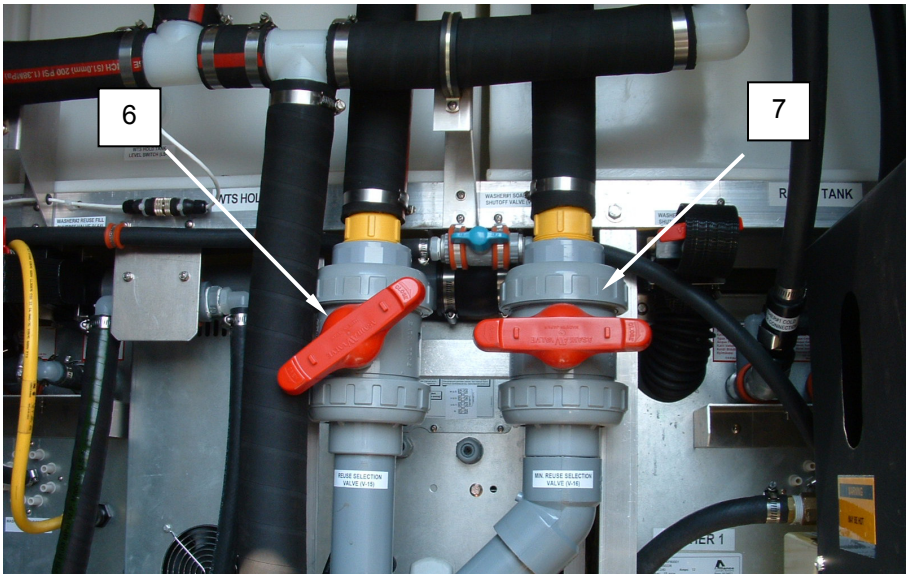

Figure 22. Valve Setting for Initial Fill.
3. Ensure that the bypass valves V-15 **(Figure 22, Item 6)** and V-16 **(Figure 22, Item 7)** are in the positions shown so that the water reuse system is engaged.